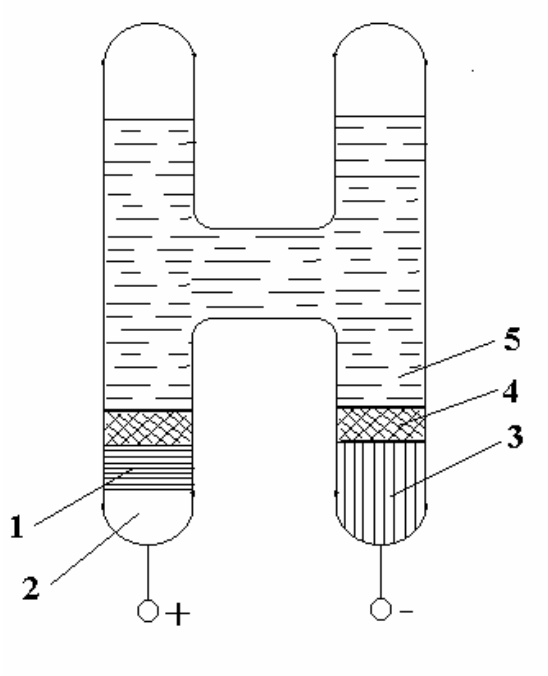

Рис. 1
1. **Мера ЭДС**. Мерами ЭДС служат ***нормальные элементы*** – специальные гальванические элементы ЭДС (Рис.1).